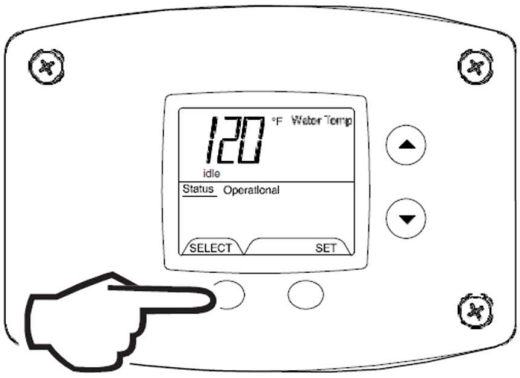

Fig. 37
2. Water Temperature Average (Displays average if there are two sensors – sensor temperature displayed if single sensor is used) (Fig. 37).